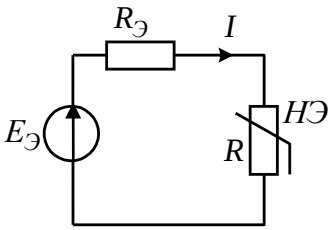

Рис. 27.5
3. Исходная схема заменяется эквивалентной (рис. 27.5). Для расчета тока в ее ветви удобней всего использовать метод пересечения характеристик, который заключается в графическом решении уравнения $U_{нэ} = E_Э - IR_Э$. Правая часть уравнения линейная и представляет собой прямую линию. Применительно к решаемой задаче, метод состоит в следующем.